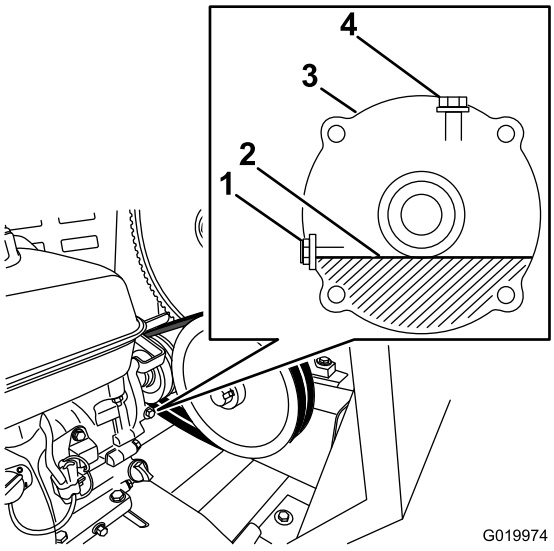

Figura 63
2. Localice la caja reductora entre el motor y la polea del motor (Figura 63).
4. Retire el perno y la arandela de comprobación del nivel de aceite del orificio de nivel de aceite (Figura 63).
A. Retire el perno y la arandela de llenado del orificio de llenado situado encima de la caja reductora (Figura 63).
C. Instale el perno de llenado y la arandela en el orificio de llenado de la caja reductora, y apriete el perno de llenado (Figura 63).
5. Cuando el aceite esté al nivel de las roscas de la parte inferior del orificio de nivel de aceite, instale el perno y la arandela de comprobación del nivel de aceite en el orificio y apriete el perno de comprobación del nivel de aceite (Figura 63).
8. Vierta lentamente aceite del tipo especificado en el orificio de llenado hasta que el nivel llegue a las roscas de la parte inferior del orificio de nivel de aceite (Figura 63).